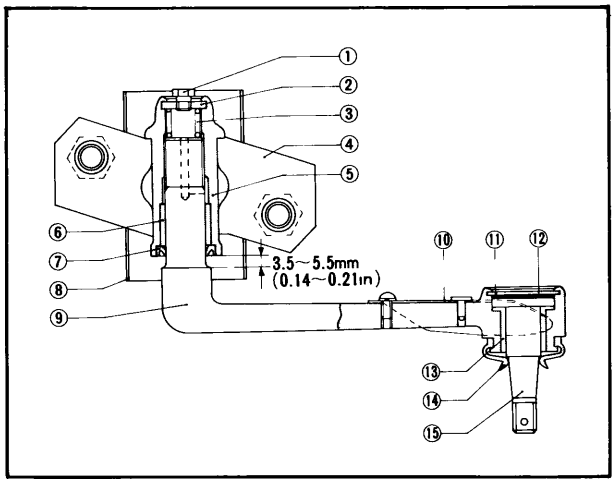

Fig. 10–24 Idler arm cross section
a) Check the clearance between the idler arm edge and the idler housing end as shown in Fig. 10–24. The clearance should be **3.5 ~ 5.5 mm (0.14 ~ 0.21 in).**